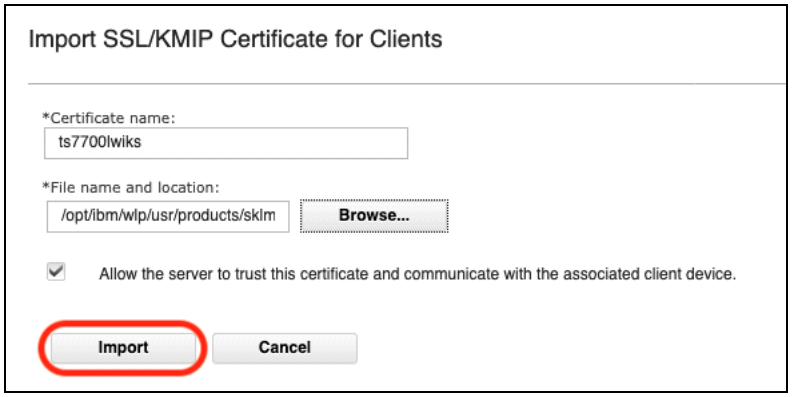

Figure J-15 Importing selected certificate file
4. Enter a name to identify the selected certificate file in the local database (see Figure J-15) and then, click **Import**.